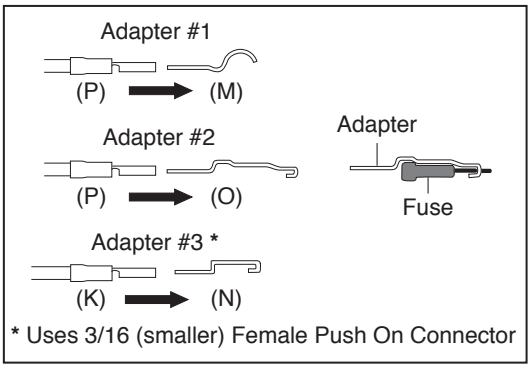

fig. 16
c. Connection to the fuse terminal will depend on what type of fuse your vehicle uses. If your vehicle uses the barrel type fuse, use adapter #1. If you have the standard spade type fuses, use adapter #2. Many late model vehicles use a smaller spade type fuse which requires adapter #3 (fig. 16). If you use adapter #1 or #2 you will need to crimp on a 1/4" (14-16GA) female connector supplied in kit. If you use adapter #3 you will need to crimp on 3/16" (14-16GA) female connector supplied in kit.